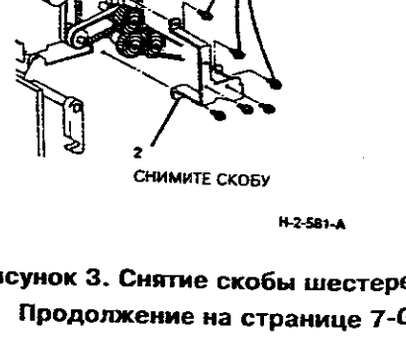

**Рисунок 3. Снятие скобы шестерен**
5. (Рисунок 3) Снимите скобу шестерен.